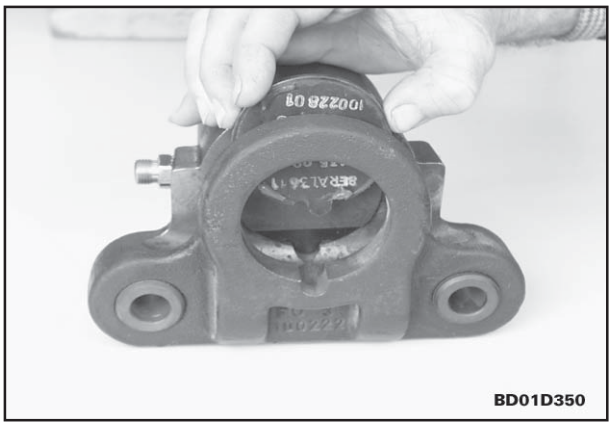

Fig. 9
13. Instale as duas pastilhas no conjunto do freio de estacionamento (fig. 9).